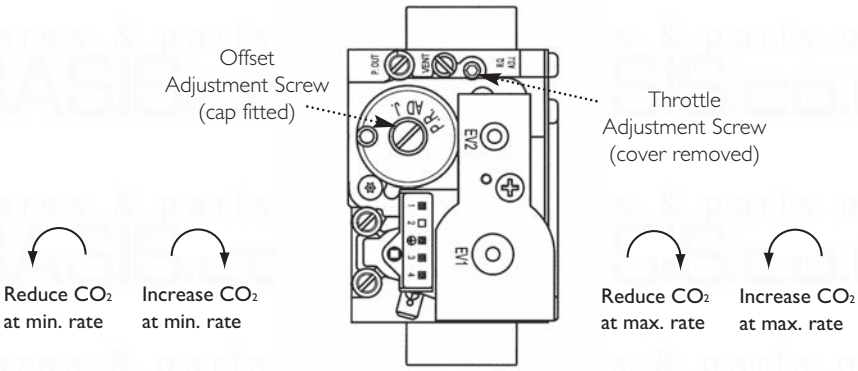

Fig. 93
8. It is possible to alter the CO_2 by adjustment of the gas valve. Remove the plastic cover from the Throttle Adjustment Screw. At maximum rate the Throttle Adjustment Screw should be turned, using a suitable hexagon key, until the correct reading is obtained (Fig. 93). Turning clockwise will reduce the CO_2. Anticlockwise will increase the CO_2.
10. With the boiler on minimum, the Offset Adjustment Screw must be altered, using a suitable hexagon key, after removing the cap (Fig. 93). Turning anti-clockwise will reduce the CO_2. Clockwise will increase the CO_2.